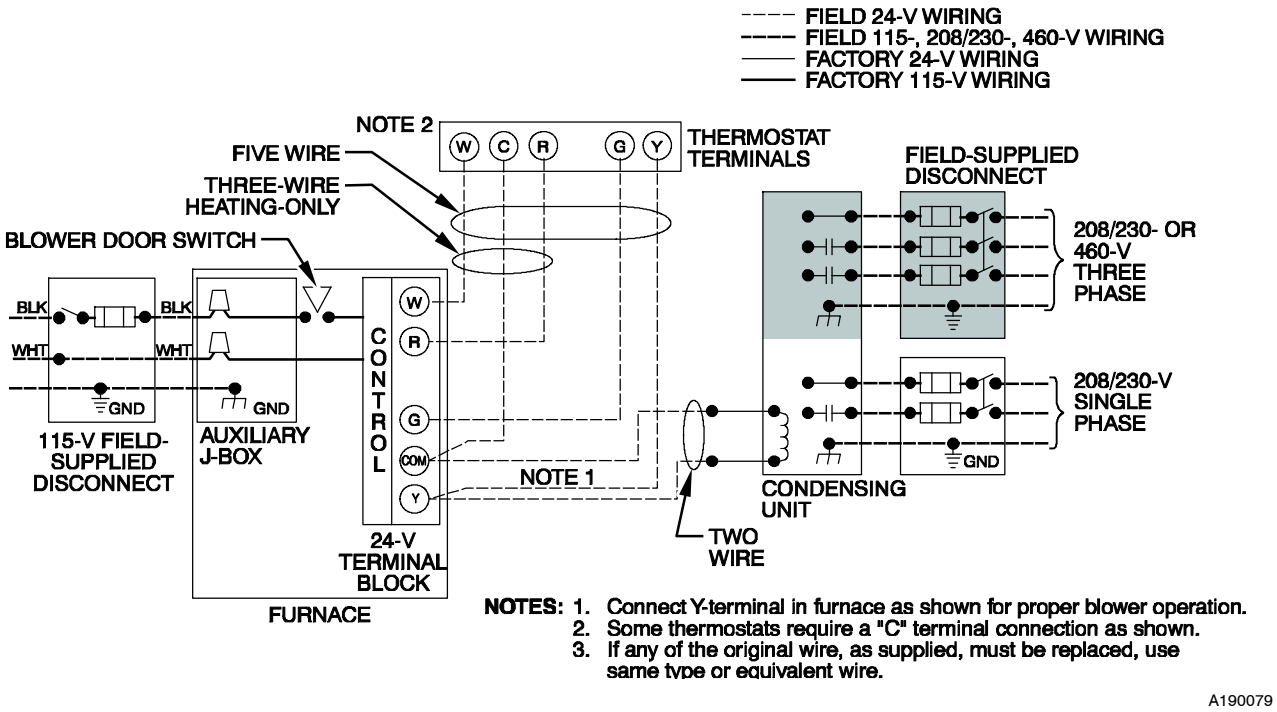
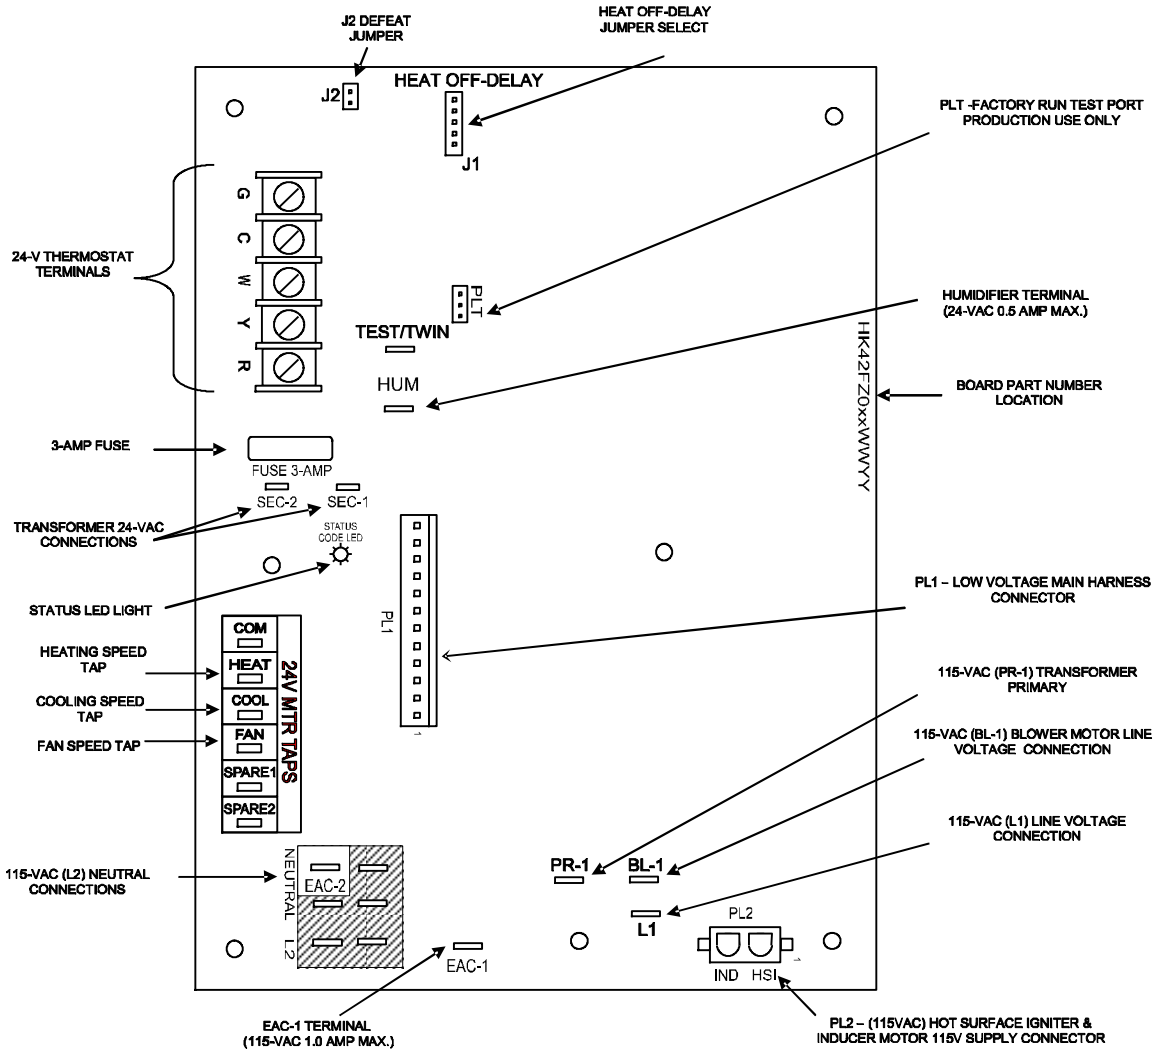

Fig. 33 - Typical Single-Stage Wiring Diagram
Fig. 37 - Example of Single Stage Furnace Control
See Fig. 33 for field wiring diagram showing typical field 115-v wiring. Check all factory and field electrical connections for tightness.
6. Connect power cord power and neutral leads to furnace power leads as shown in Fig. 33.
5. Connect field power and neutral leads to furnace power leads. as shown in Fig. 33.
Make field 24-v connections at the 24-v terminal strip. See Fig. 37. Connect terminal Y as shown in Fig. 33 for proper cooling operation. Use only AWG No. 18, color-coded, copper thermostat wire.
The 24-v circuit contains an automotive-type, 3-amp. fuse located on the control. Any direct shorts during installation, service, or maintenance could cause this fuse to blow. If fuse replacement is required, use ONLY a 3-amp. fuse of identical size. See Fig. 37.